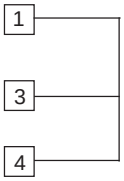

Fig.4
2) Make a short circuit among the 1, 3 and 4 terminals as shown in Fig. 4.